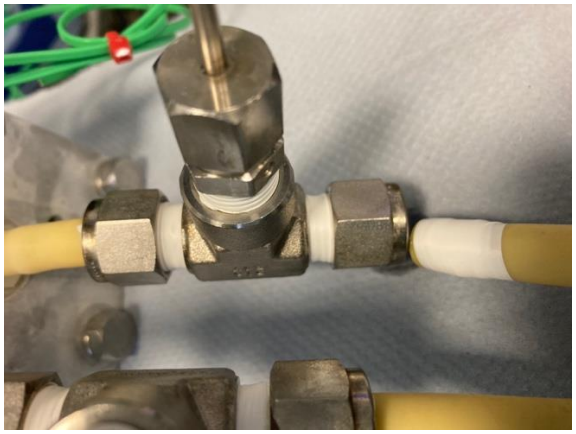

Fig. S1l. Applying PTFE tape to the tubing.
10) Before attaching the tubing to the T-pipe fittings, wrap the tubing with PTFE tape to prevent any possible leakage (Fig. S1l).